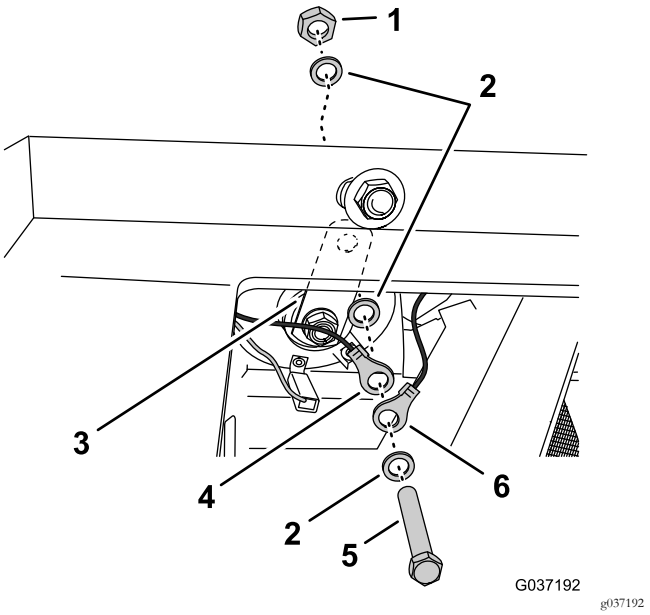

Figure 22
4. Remove the bolt, washers, and nut that secure the ring terminal of the machine wire harness and the bracket for the horn (Figure 22).